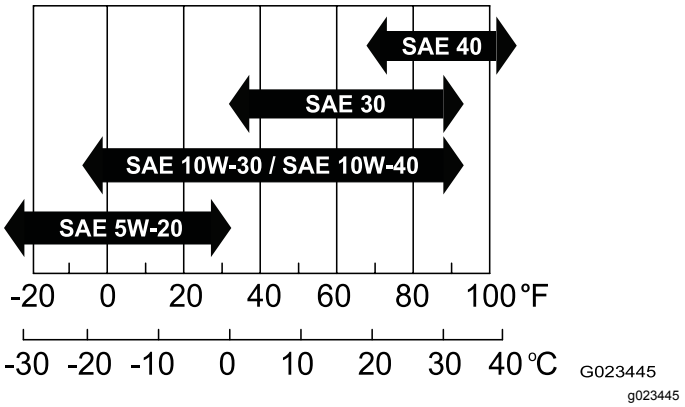

**Figur 13**
- **Viskositet:** SAE 30; se følgende skema med oplysninger om andre viskositeter (Figur 13):